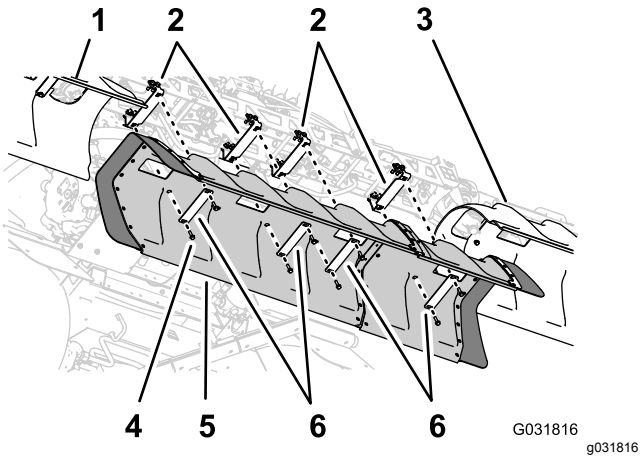

Rysunek 152
1. Ustaw otwory w pokrywie środkowej sekcji równo z otworami we wspornikach pokrywy środkowej sekcji (Rysunek 152).
2. Ustaw otwory w 2 paskach pokryw zdemontowanych w kroku 1 procedury 6 Demontaż pokrywy sekcji środkowej (11-dyszowej) opcjonalnego zestawu wysięgnika zakrytego (Strona 15) równo z otworami w pokrywie i 2 wspornikami montażowymi (Rysunek 152).
4. Ustaw otwory w 2 paskach pokrywy (część Toro nr 120-0629) równo z pozostałymi 4 otworami w pokrywie i pozostałymi 4 otworami we wspornikach (Rysunek 152).
5. Zamocuj paski pokrywy i pokrywę do wsporników (Rysunek 152) używając 4 śrub kołnierzowych (5/16 x 1 1/4 cala — część Toro nr 323-36).